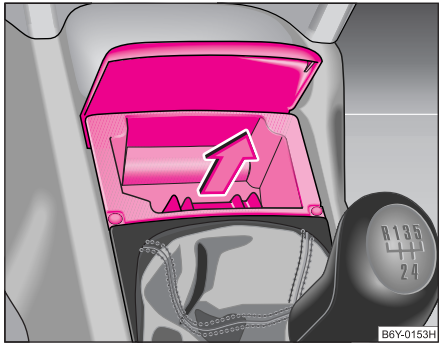

Fig. 69 Consola centrală: Scrumiera din față
– Rabatați capacul scrumierei şi scoateți scrumiera în sus, în sensul săgeții ⇒ fig. 69.